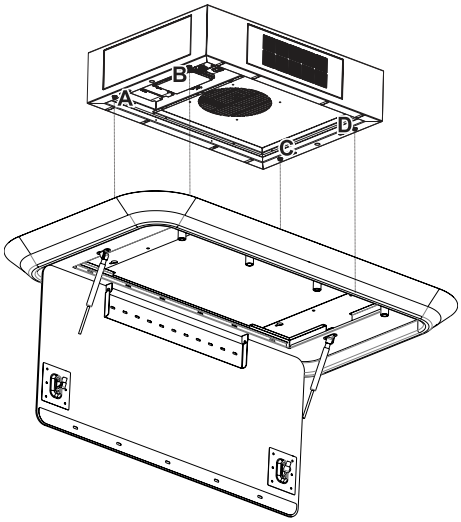

Abb. 13
3. An der Motobox befinden sich an den Punkten A,B,C,D 4 Schrauben für die Unterplattenmontage (Abb. 13).
Montieren Sie an den 4 Schrauben die Unterplatte.(Abb. 13).